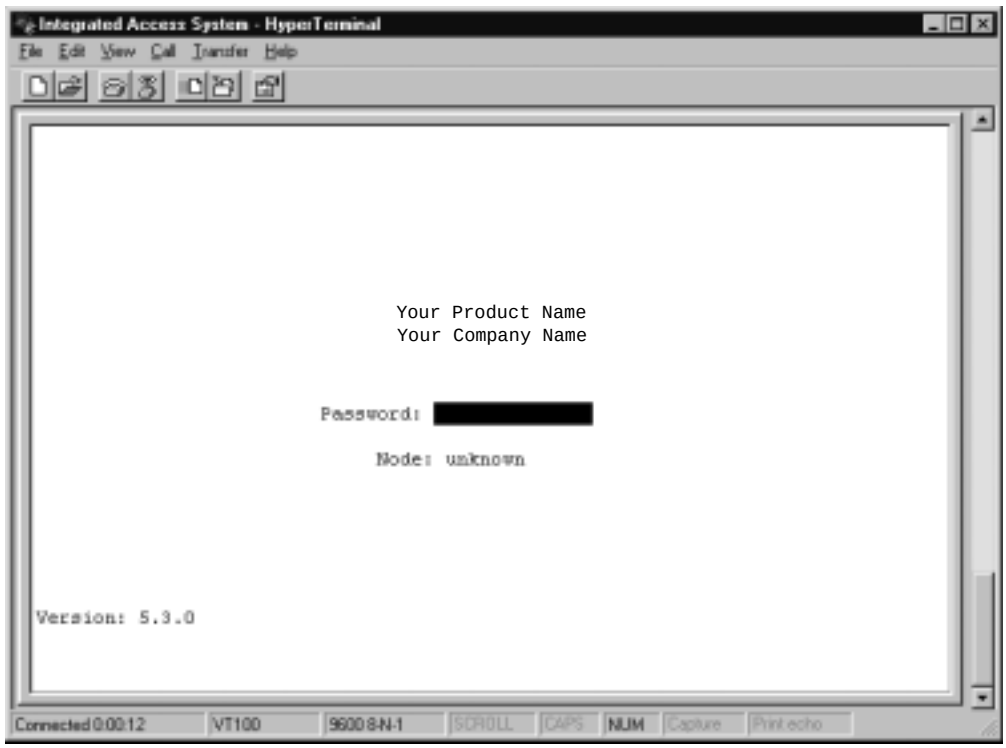

Figure 4-2.First Time Login Screen
6. Enter password as shown in Figure 4-2. Refer to Table 4-1 for default passwords and access level, press the <Enter> key.